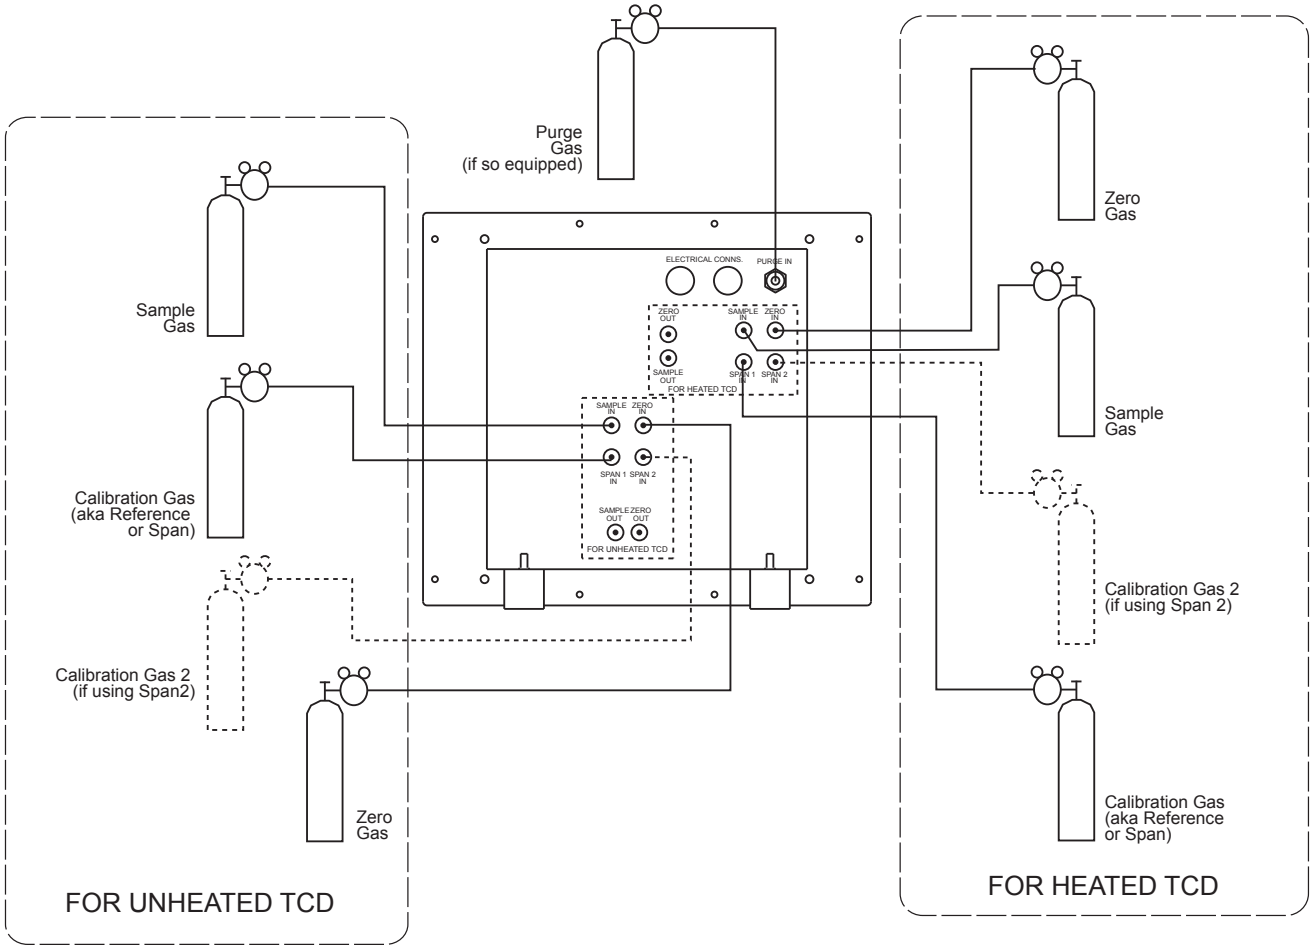

FIGURE 4-1
d. Make proper tubing connections (FIGURE 4-1).
4.5.3 Connect ZERO and CALIBRATION gas cylinders to the ZERO and SPAN 1 inlets respectively at the rear of the instrument case. (Figure 4-1)
4.5.4 Connect the SAMPLE GAS to the SAMPLE GAS INLET located at the rear of the instrument case. (Figure 4-1) Note that the analyzer is equipped for ***either*** heated or unheated detector.